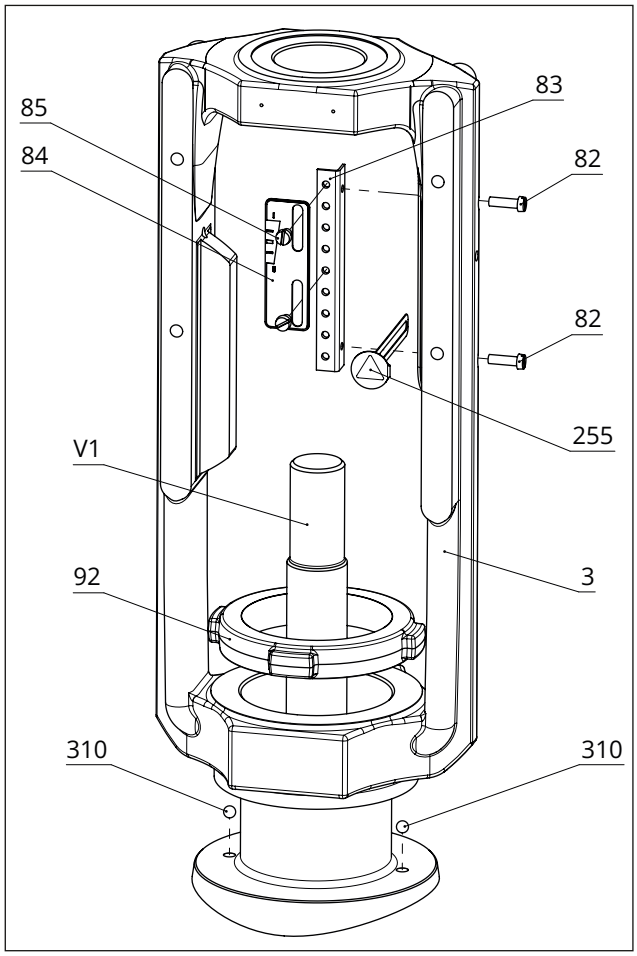
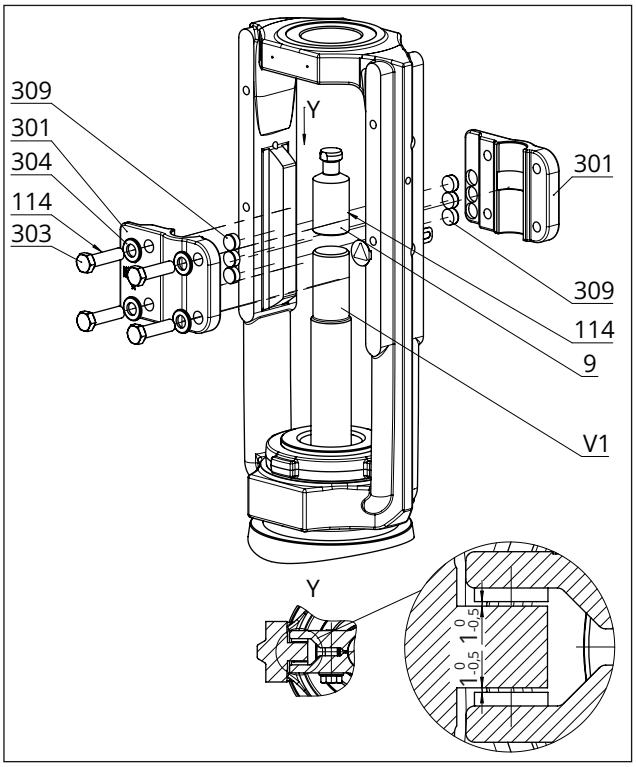

Fig. 22: *Overview of yoke assembly with travel indicator scale in the standard version*
Fig. 23: *Overview of anti-rotation fixture assembly in the standard version*
See Fig. 22 and Fig. 23
– There is a nominal clearance of 0.5 to 1 mm between the sliding washers and their contact surface on the yoke on each side (see detailed view Y in Fig. 23).